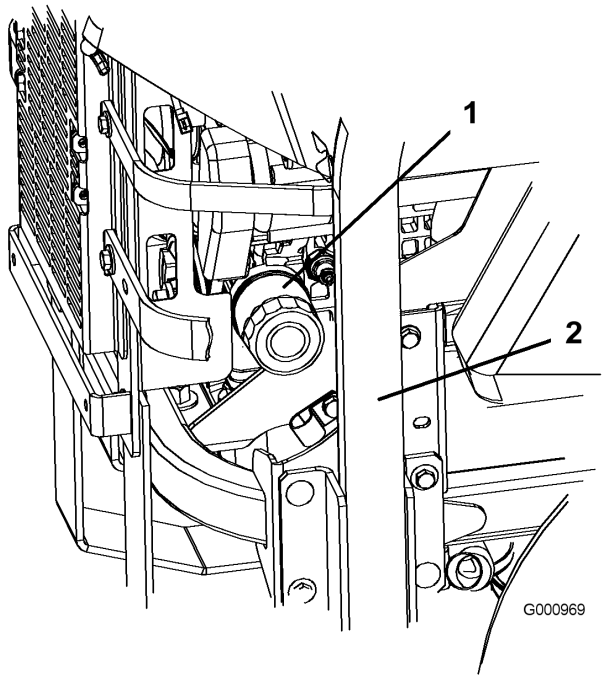
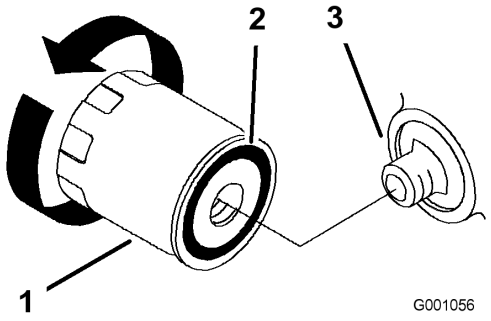

Figure 40
Figure 41
2. Tournez le filtre dans le sens anti-horaire pour le déposer (Figure 40 et Figure 41).